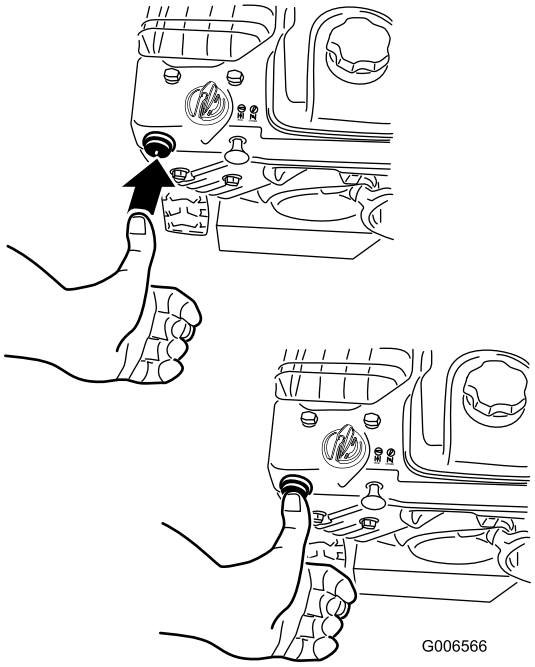

Figur 21
4. Trykk inn primeren med tommelen to ganger (-9 °C eller over) eller fire ganger (under -9 °C), og hold primeren inne i ett sekund før du slipper den, hver gang du trykker den inn (Figur 21).